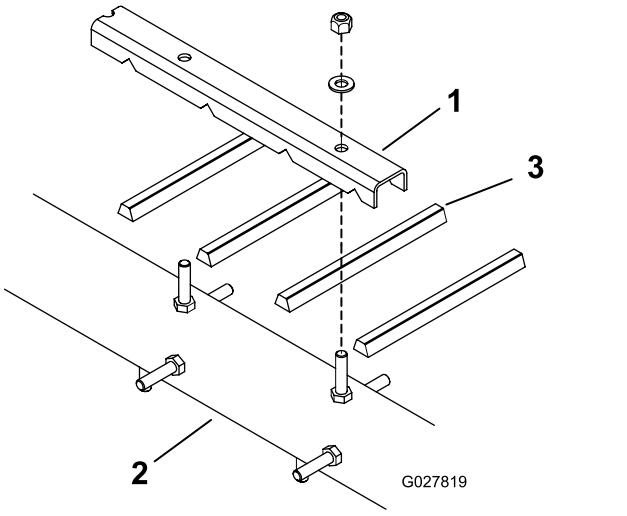
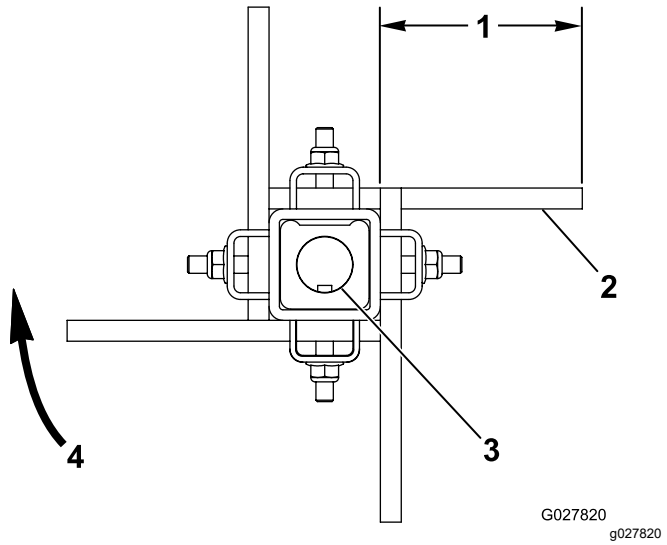

Figura 11
Figura 12
1. Desaperte as porcas e anilhas que fixam os ganchos dos dedos ao rotor (Figura 11 e Figura 12).
3. Instale os dedos novos da correia (Figura 11 e Figura 12). Os dedos da correia ficam salientes aproximadamente 10 cm em relação aos ganchos dos dedos.